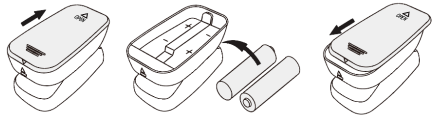

Figura 3. Montagem das pilhas
Passo 1. Consulte a figura 3 e insira as duas pilhas de tamanho AAA adequadamente na direção certa.